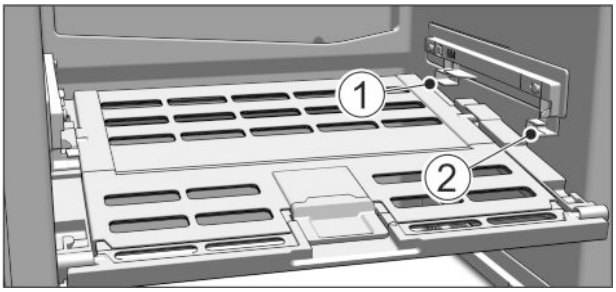

Fig. 75
▶ Mettre en place le couvercle du compartiment Fruit & Vegetable : Introduire les rainures du couvercle en bas dans le support arrière *Fig. 75 (1)* et les insérer dans le support *Fig. 75 (2)*.